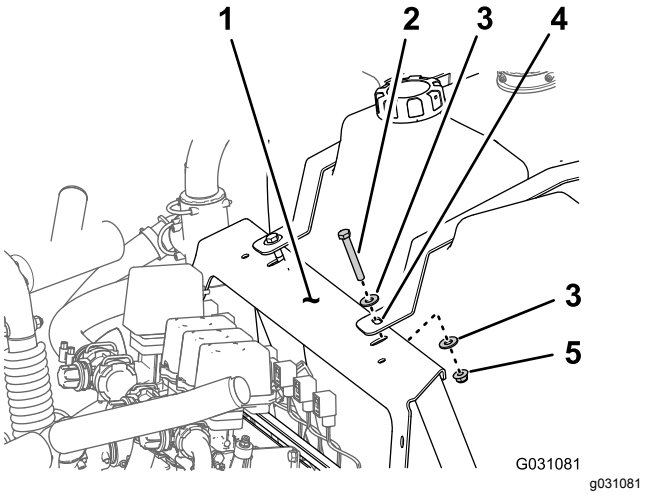

Figur 98
A. Ta bort skruvarna (3/8 x 2 3/4 tum), flänslåsmuttern (3/8 tum) och brickorna (3/8 tum) som håller fast sköljtankens remmar på grenrörsfästet (Figur 98).